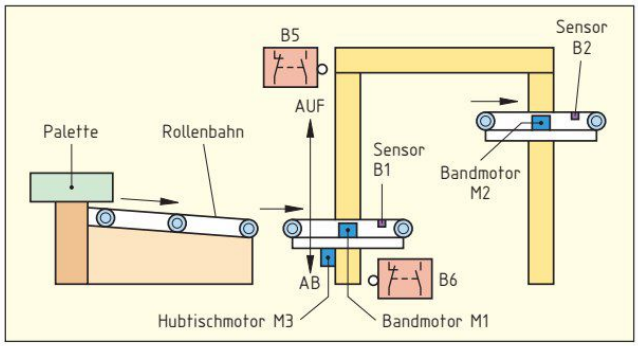
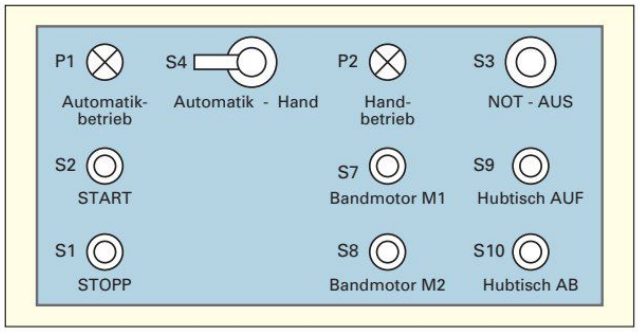

Bild 1: Technologieschema der Förderbandanlage
Bild 2: Bedienfeld der Palettenförderbandanlage
- In der Palettenförderbandanlage **(Bild 1)** sollen die Drehstrommotoren vom Förderband (Bandmotor M1) mit Taster S7 **(Bild 2)** und vom Förderband 2 (Bandmotor M2) mit Taster S8 **(Bild 2)** im Selbsthaltebetrieb eingeschaltet werden.
- Der Hubtisch (Motor M3) für die Aufwärtsbewegung soll mit Taster S9 und für die Abwärtsbewegung mittels Taster S10 im **Selbsthaltebetrieb** angesteuert werden **(siehe Tabelle Betriebsmittelliste und Bild 2)**.